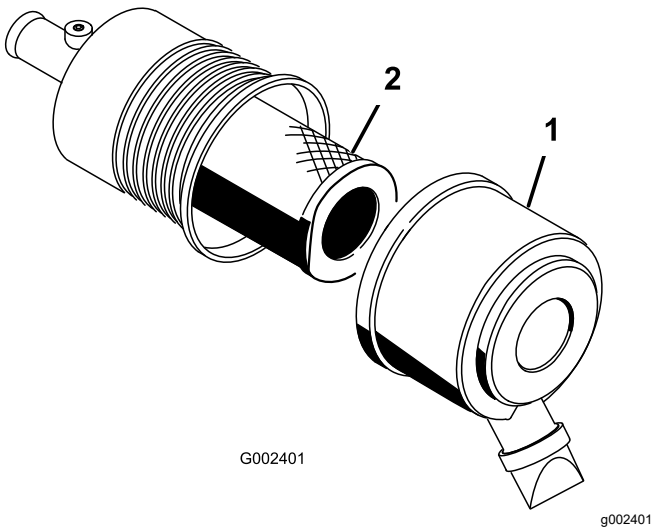

Figure 55
2. Desserrez les attaches qui fixent le couvercle sur le boîtier du filtre à air (Figure 55).
3. Déposez le couvercle du boîtier du filtre à air (Figure 55).
5. Déposez et remplacez le filtre (Figure 55).